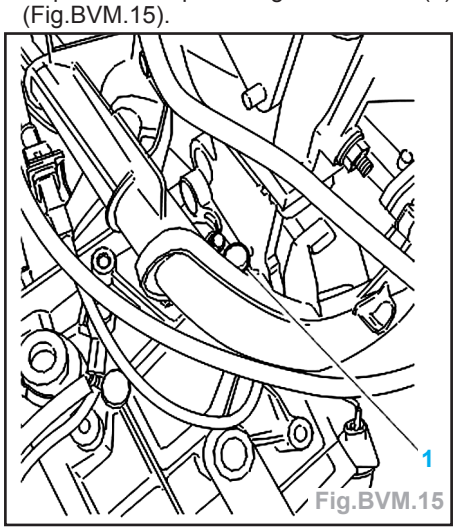

Fig.BVM.15
- Déposer le capteur régime moteur (1) (Fig.BVM.15).